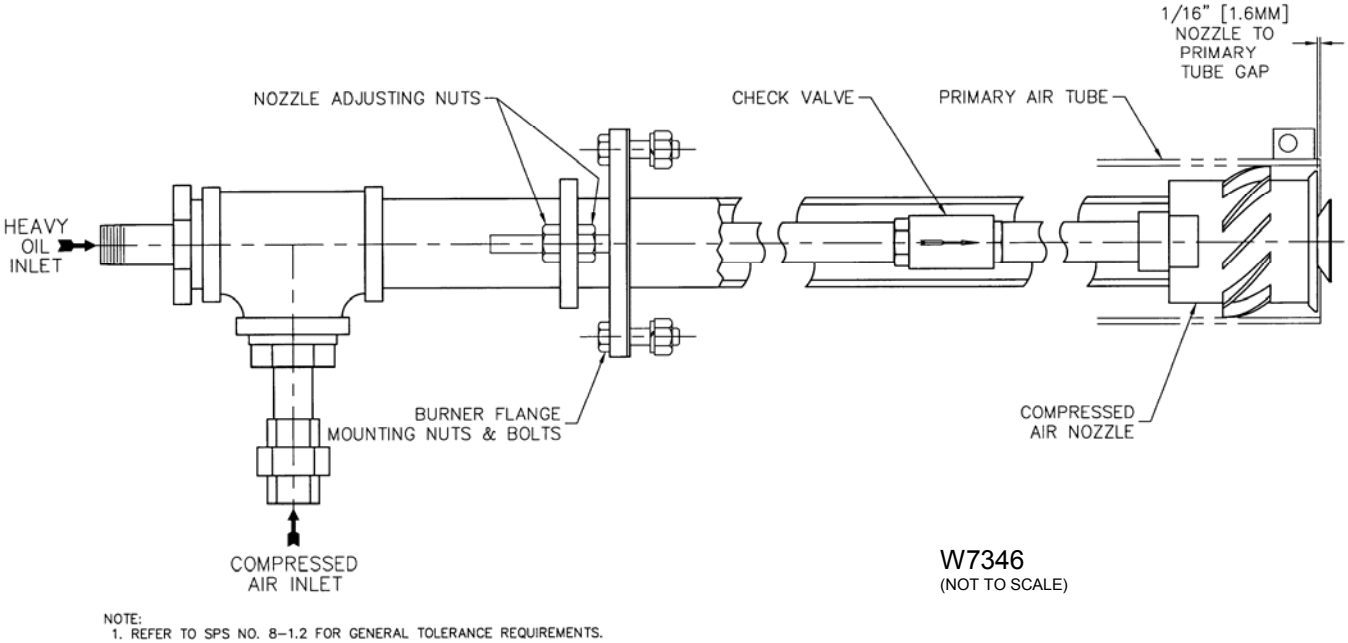

Figure 18. Compressed Air/Oil Insert Assembly
The compressed air insert assembly is inserted in the primary air tube. Tighten the rear flange bolts. The nozzle can be adjusted to maintain the 1/16" (1.6mm) dimension shown in Figure 18.
3. Inspect the present orientation of the air/oil nozzle in the burner. Determine if the air/oil nozzle must be moved in or out to maintain the proper distance (see Figure 18).
4. Loosen the nozzle adjusting nuts located on the compressed air/oil insert backplate (see Figure 18).
N. LIQUID PROPANE (LP) FUEL PIPING SYSTEM